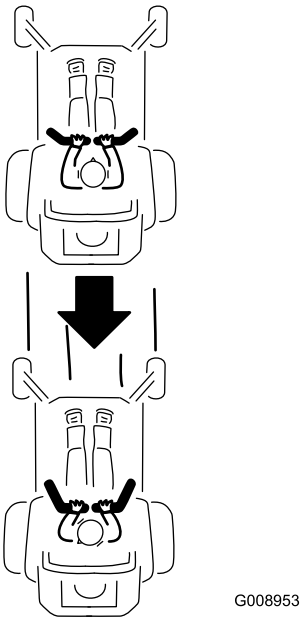

図 22
2. 後退するには、左右の走行コントロールレバーをゆっくりと後ろへ引く図 22。